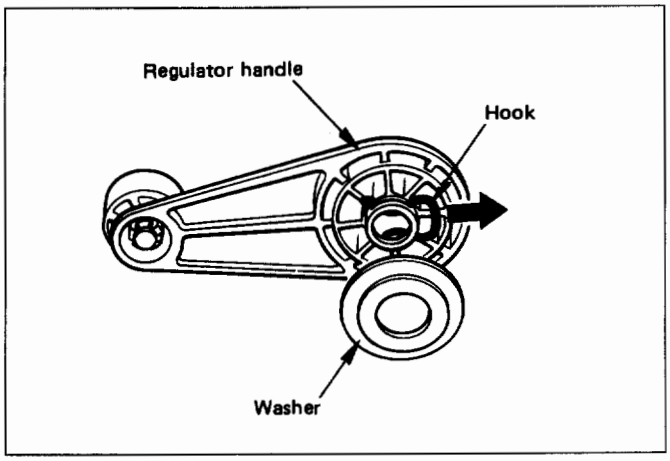

Fig. 10-34
- Pull the hook out and remove the regulartor handle (Fig. 10-34)
- Pull the hook out and remove the regulator handle (Fig. 10-34).